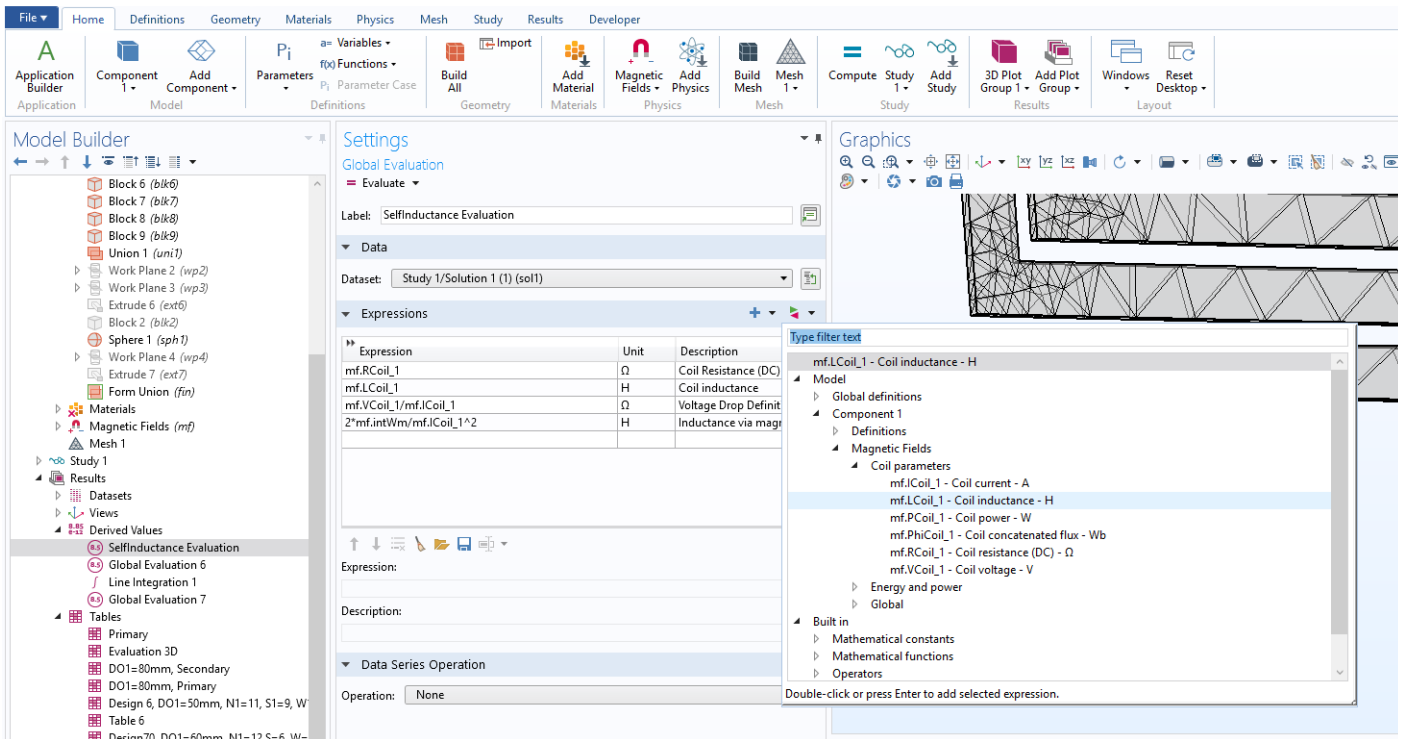
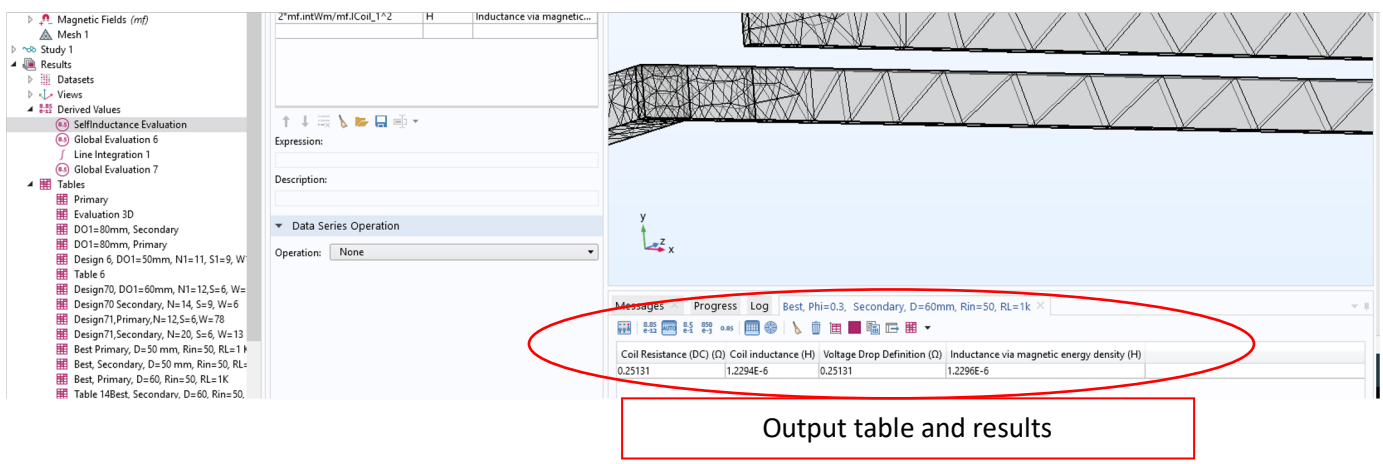

Fig. 11. The coil parameters in derived values after running the study to find the coil parameters, including self-inductance
Fig. 12. A typical output table showing the coil parameters.
e) Results: After running the study, in “Derived Values” the “Coil Parameters” from in “Magnetic Fields” tab must be selected, as shown in Fig. 11. The output is a table like the one is shown in Fig. 12.